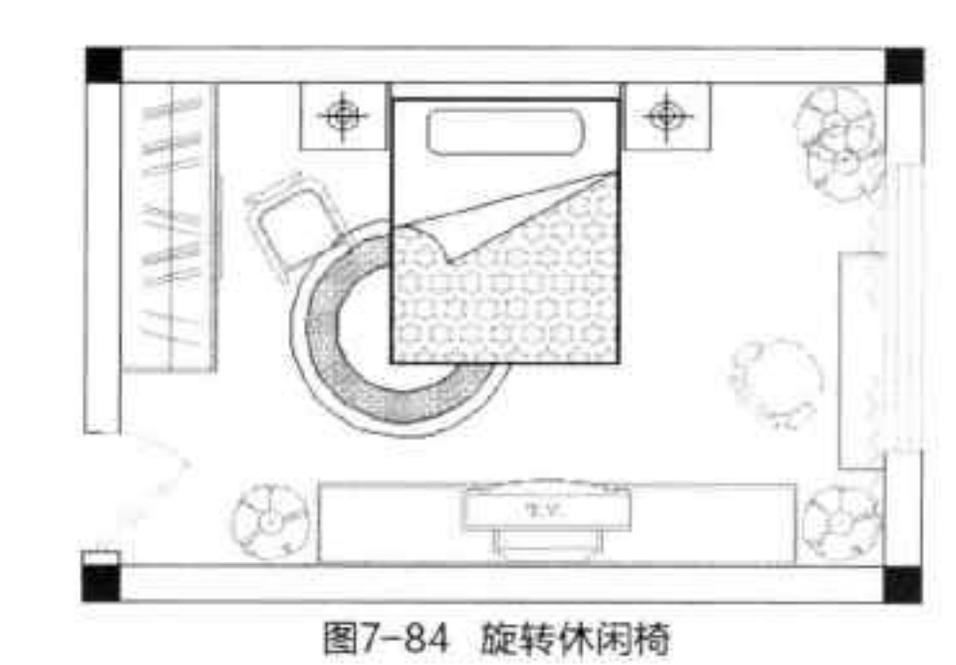

图7-84 旋转休闲椅
Step18 执行“旋转”命令，对休闲椅图块进行旋转，如图 7-84 所示。